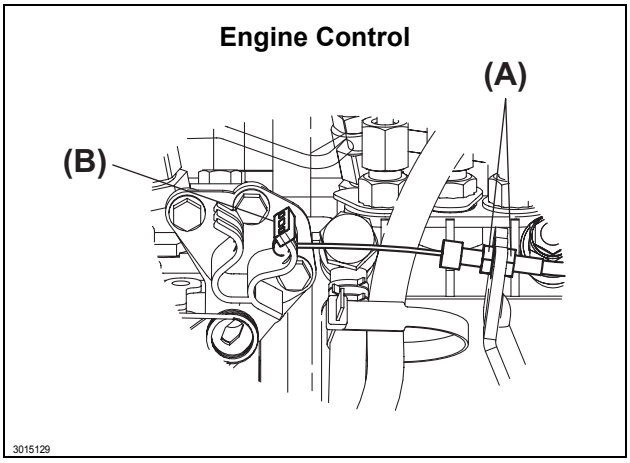

Fig. 4
8. Install the engine control cable while adjusting the adjust nut **(Fig. 4, (A))** on the engine side so that the engine runs at the specified max. 3400 RPM with the accelerator lever fully opened. At this time, remember to install the stopper rubber **(Fig. 4, (B))**.